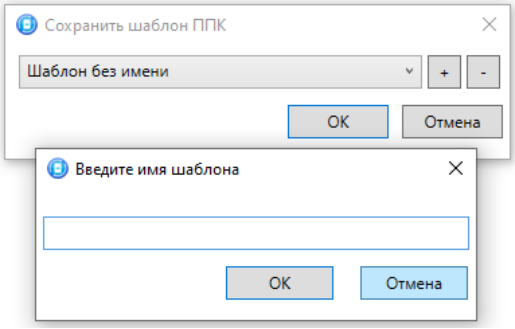

Рисунок 5.16 — Сохранение шаблона
- *Сохранить шаблон настроек:* открытие окна *Сохранить шаблон ППК* (см. рисунок 5.16), с помощью которого можно сохранить конфигурацию выбранной панели в качестве шаблона.